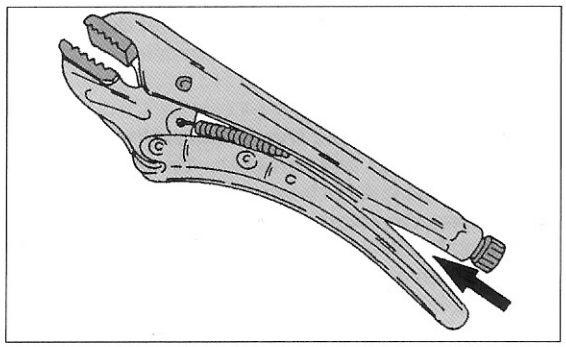

Bild 20
- Kleine, jedoch zugängliche Inbusschraubenköpfe kann man auch mit einer Gripzange erfassen, und auf diese Weise die Schraube herausdrehen, vor allem, wenn das Innensechskant abgerundete Kanten erhalten hat. Beim Zusammendrücken der Gripzange nicht die Finger einquetschen (siehe Bild 20).